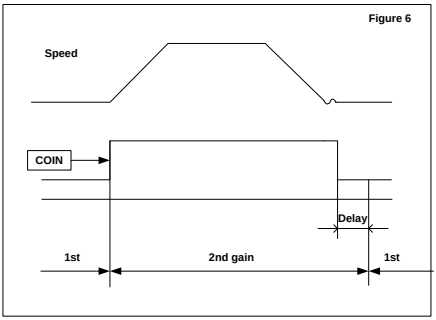

Figure 7
*5 If P2.22=9, the delay time, level and lag have different meaning (see figure 7).